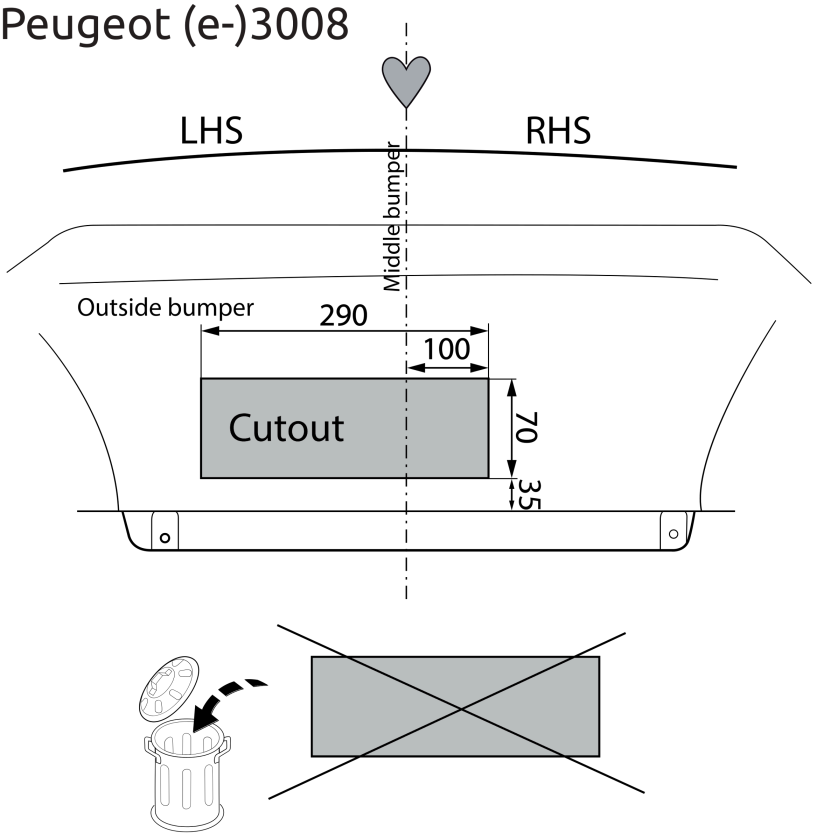

Fig. 4
9. Saw out the portions as indicated in fig. 4 & 5.